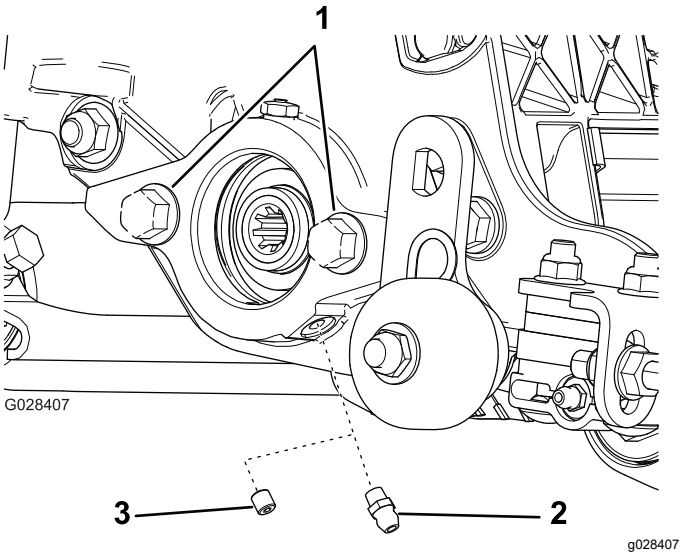

Figura 5
1. Retire e deite fora o parafuso de afinação da placa lateral do motor do cilindro (Figura 5).
2. Instale o bocal de lubrificação reto (Figura 5).
4. Se não existirem parafusos na placa lateral do motor do cilindro, instale-os (Figura 5).